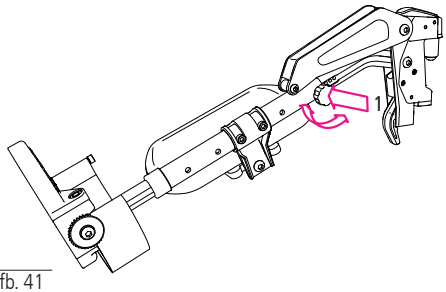

afb. 41
2. Nu kunt u de beensteun in de gewenste hoek zetten (2, afb. 41).
4. Draai vervolgens de bout weer handvast aan (1, afb. 41).